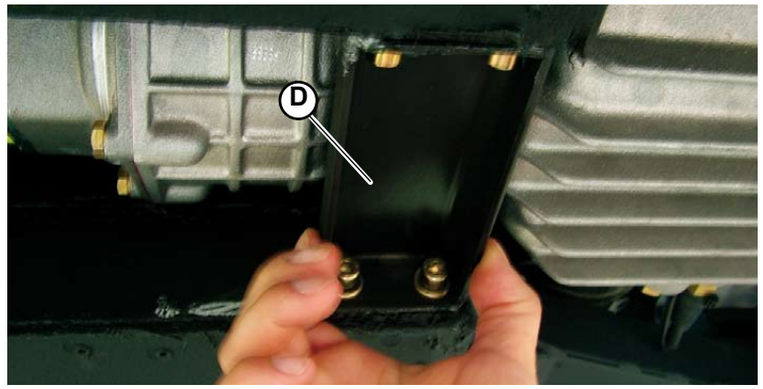

Fig.3
4. Remove the 4 socket head screws and disassemble the chassis support cross member (**D-Fig.3**).